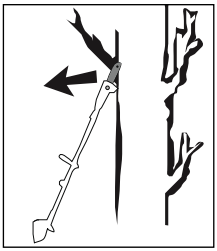

*Abb. 2*
- Rückschlag kann auftreten, wenn die Spitze der Führungsschiene ㉓ einen Gegenstand berührt oder wenn das Holz sich biegt und die Sägekette ⑰ im Schnitt festklemmt (siehe Abb. 2).